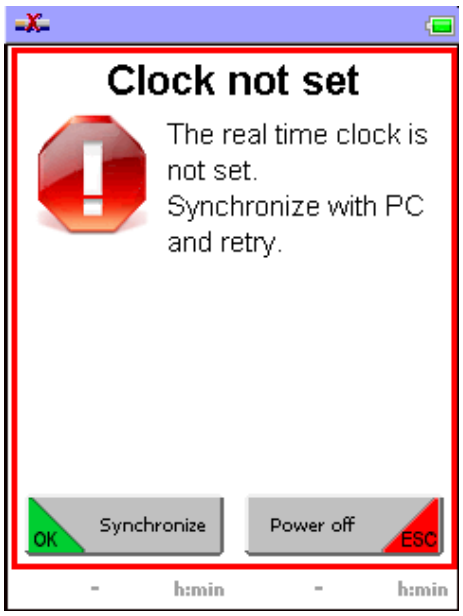

Fig. 42: Message
2. If the control unit (BE) has never been synchronised with a PC, the message Fig. 42 is displayed. Synchronise the control unit with a PC (*Chapter 9.10 'Data exchange between PC and control unit' on page 81*) and restart the control unit (BE) (*'Starting' on page 71*).
3. If the message Fig. 42 is displayed in relation to an already synchronised control unit, the internal clock battery is faulty. Have the battery exchanged by PLARAD® service.